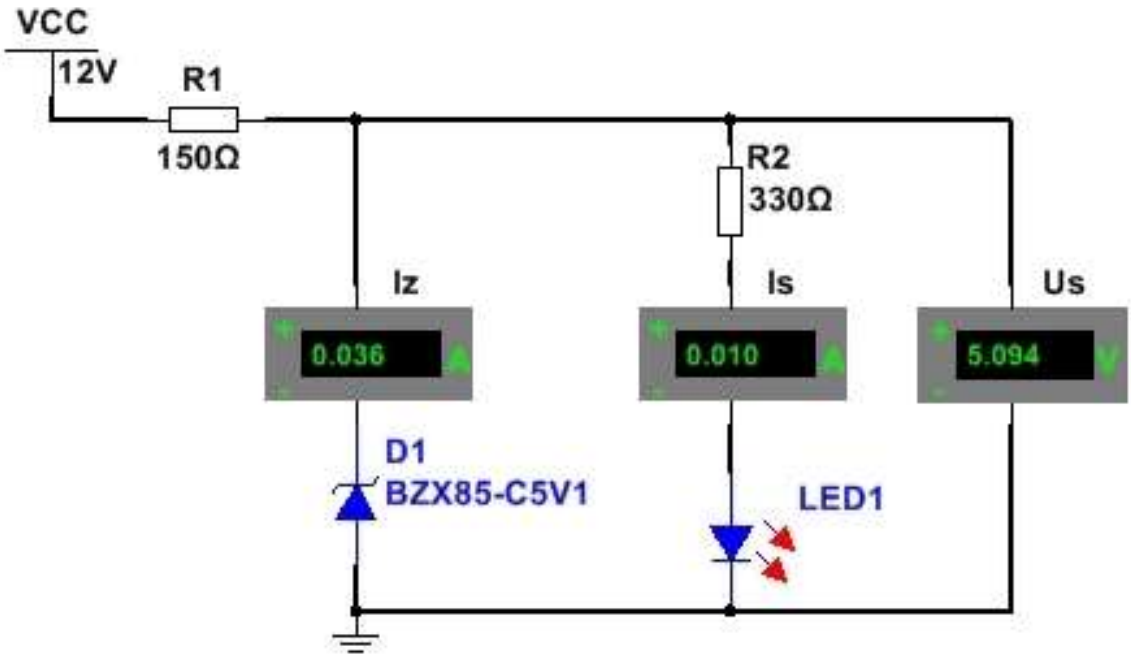

Figura 4.15 Schemă stabilizator parametric realizată cu simulatorul
1. Realizați cu simulatorul schema stabilizatorului din **figura 4.15**;